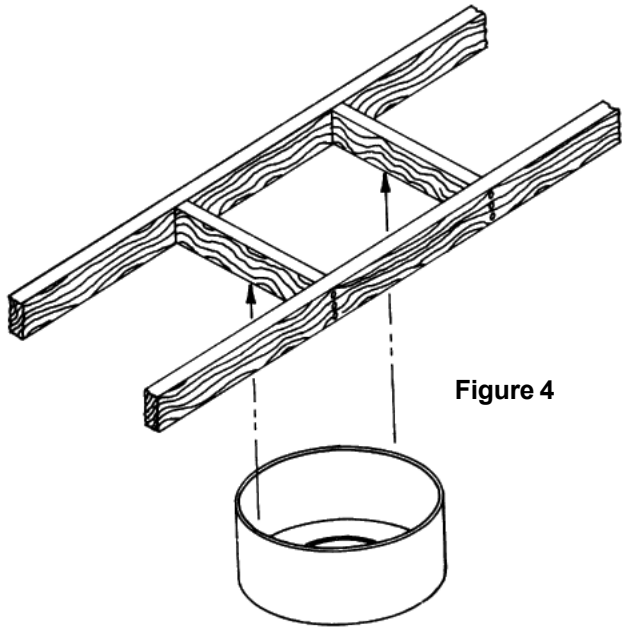

Figure 4
1. Completely frame in (on all four sides) a properly sized square opening. Select opening size so that outside wall of Bucket (AB), 3-inch through 8-inch, will contact framing at four sides. See **Figure 4.**